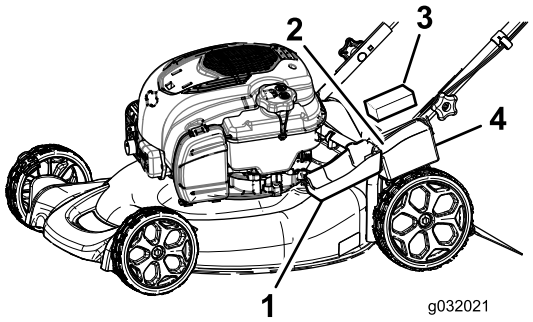

Rysunek 29
1. Odepnij pokrywę akumulatora i zdejmij ją (Rysunek 29).